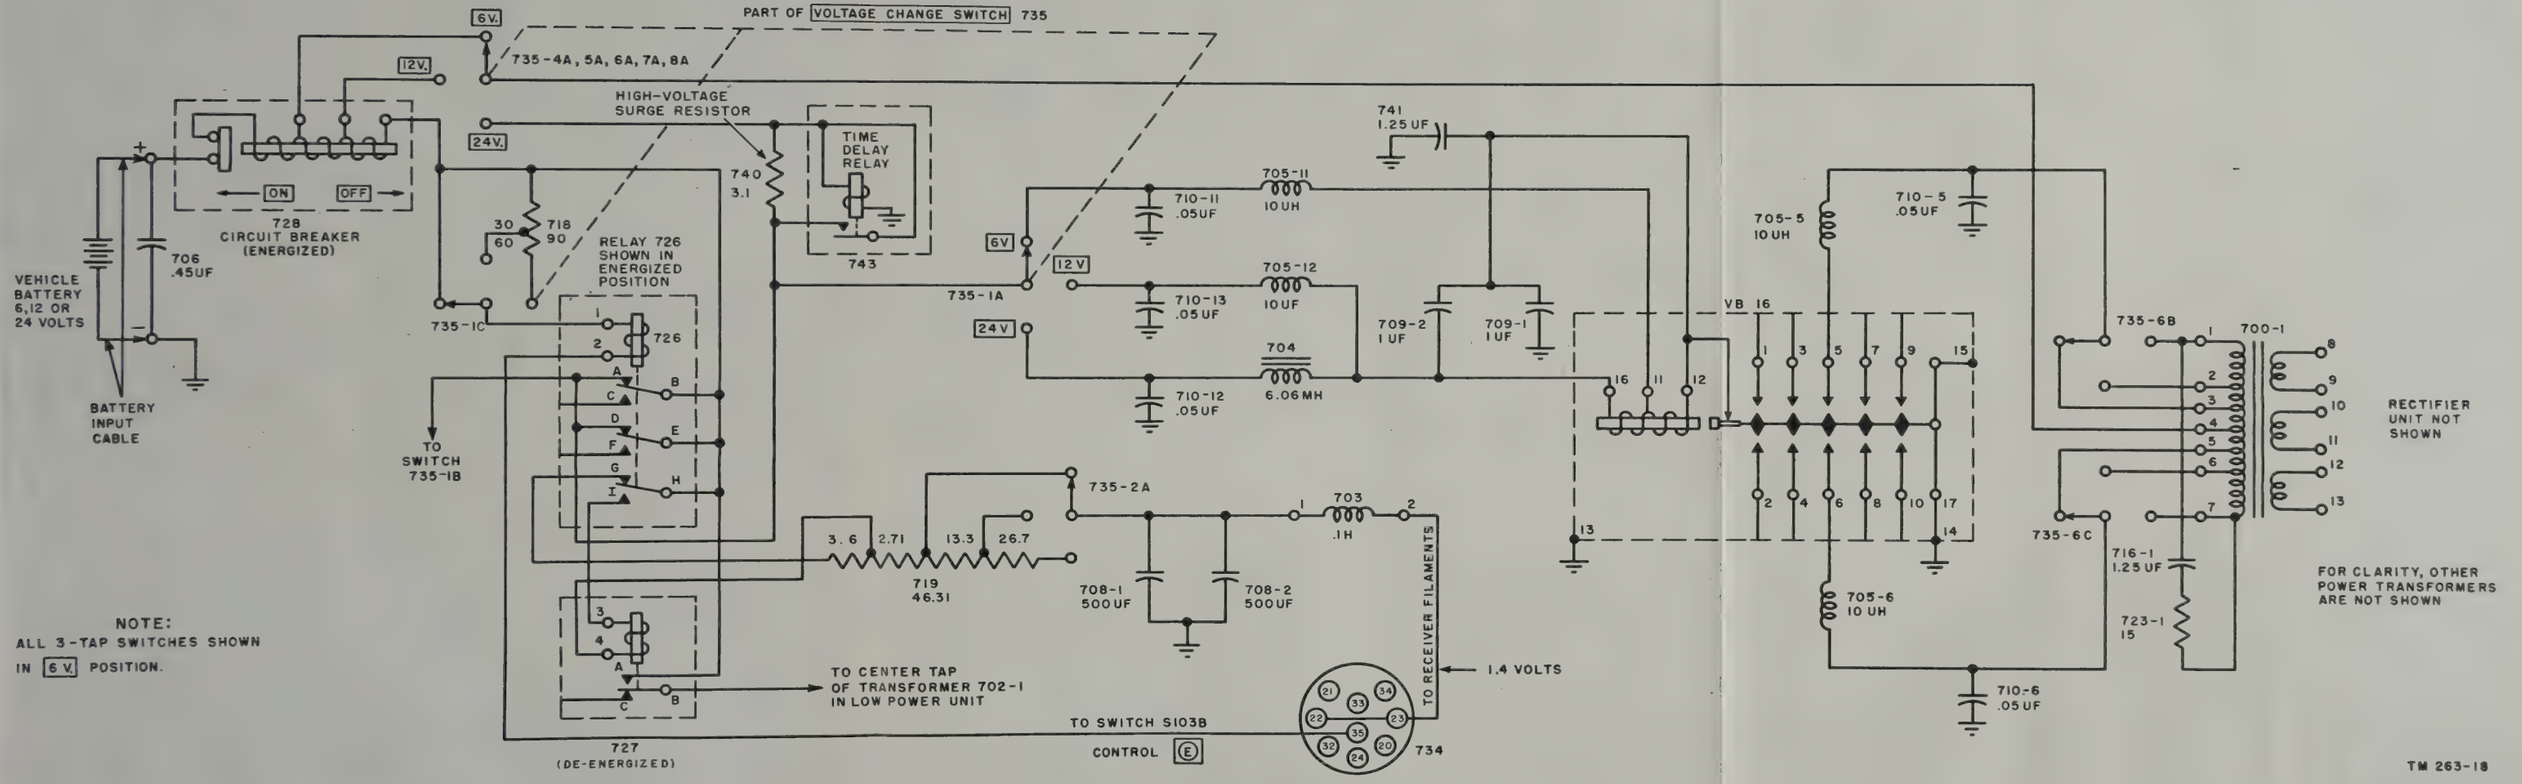
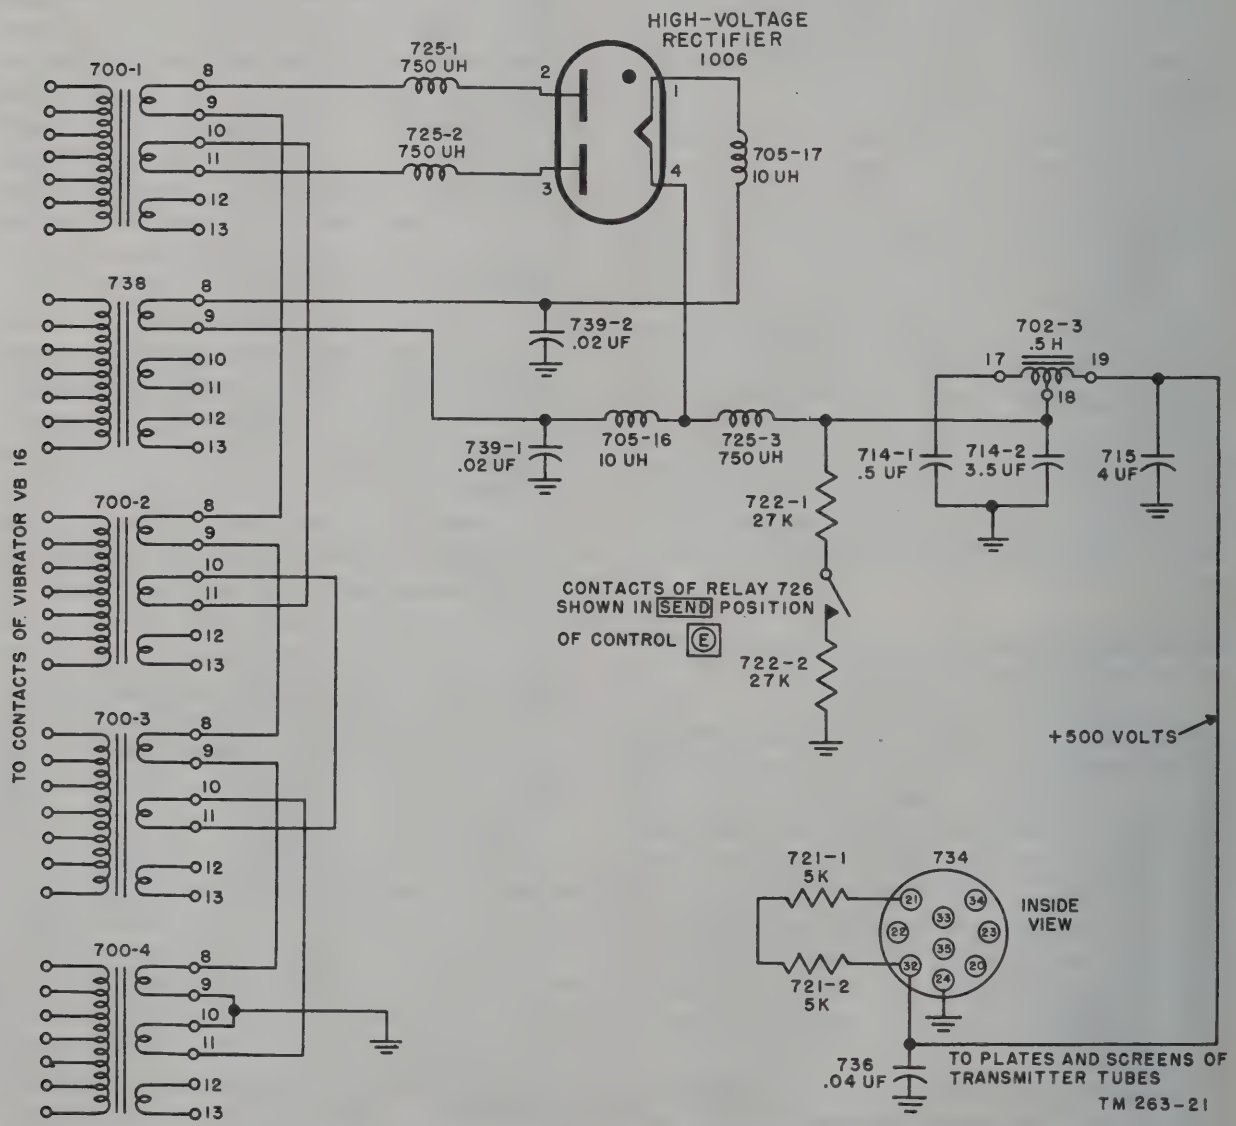

Figure 97. Vibrator heavy-duty section, simplified schematic diagram
Figure 98. High-voltage rectifier and filters of heavy-duty section, simplified schematic diagram.
a. Figure 97 shows the heavy duty section, up to the primary of one of the power transformers. The standby part is not shown, and neither is the
rectifier for the heavy duty section, which will be described in paragraph 142. Terminal 1 of the coil of relay 726 connects through voltage selector switch 735–1C to circuit breaker 728, and to the positive terminal of the vehicular battery. If the other end of the coil of relay 726 is connected to ground, the relay would be energized. Terminal 2 of the coil of relay 726 connects to terminal 35 of power output receptacle 734. Terminal 35 connects to terminal 55 of receptacle J102 on the transmitter by means of Cord CD–1086. Pin 55 (fig. 94) connects to ground when switch S103B is turned to SEND. Therefore, when control Ⓔ is turned to SEND, the coil of relay 726 is energized and pulls the movable contacts up (fig. 97).
a. Filament-dropping resistor 719 connects directly to stationary contact G on relay 726 and through movable contact H, which is connected to the positive side of the battery through circuit breaker 728. Therefore, on SEND position of control Ⓔ, the receiver filaments obtain their current through contacts G and H of relay 726 (fig. 97), while on STANDBY the filament current flows through the coil of the other relay 727 (fig. 96).
137. Switch Sections 735–4A, –5A, –6A, –7A, and –8A (fig. 97)
138. Hv Starting Resistor of Vibrator Power Supply (fig. 97)
139. Driving Coil of Vibrator VB16 (fig. 97)
140. Vibrator VB16 and Power Transformer (fig. 97)
a. The ac surges through the primaries of the power transformers cause a very high voltage to be induced in the secondaries (fig. 98). All the secondaries that have taps marked 8, 9, 10, and 11 are connected in series, except the windings of transformer 738. The combined voltage present in this series combination is impressed upon the plates of rectifier tube 1006, which operates as a full-wave rectifier, and is rectified. The filament of tube 1006 receives its voltage from taps 8 and 9 of transformer 738 and this is the only purpose for which transformer 738 is used. Because of rf noise generated in gas tube 1006, it is necessary to place rf choke coils 725–1 and 725–2 in series with the rectifier plates to filter out any rf disturbances which occur. Hash suppression filters, located in the filament leads, consist of capacitors 739–1 and 739–2 in conjunction with choke coils 705–16 and 705–17. The rectified hv output is taken from pin 4 of tube 1006, to ground.
a. Capacitor 739–1 and 739–2 (fig. 98), which are the filament bypass capacitors for the hv rectifier tube 1006 filaments, are not suppled in early models of Vibrator Power Supply PE–237. Hv surge resistor 740 and time delay relay 743 are used only in models having serial numbers 22436 and up (figs. 97 and 172).
b. Another change is the method of operation of rectifier tube 1006. In the late models (fig. 172) of the vibrator power supply, this tube has its filament heated by voltage from transformer 738, while only four power transformers, 700–1 through 700–4, supply plate voltage to the rectifier tube (fig. 98). In the older models, the filament of the hv rectifier tube 1006 did not have any voltage applied to it, so it operated as a cold-cathode rectifier, having five power transformers supplying rectifier plate voltage (fig. 171).